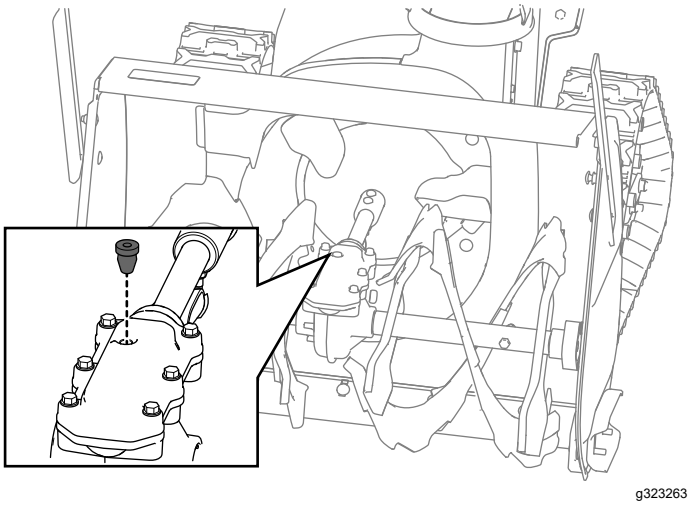

Figure 33
2. Nettoyez la surface autour du bouchon du tuyau et retirez le bouchon du boîtier d'engrenages (Figure 33).